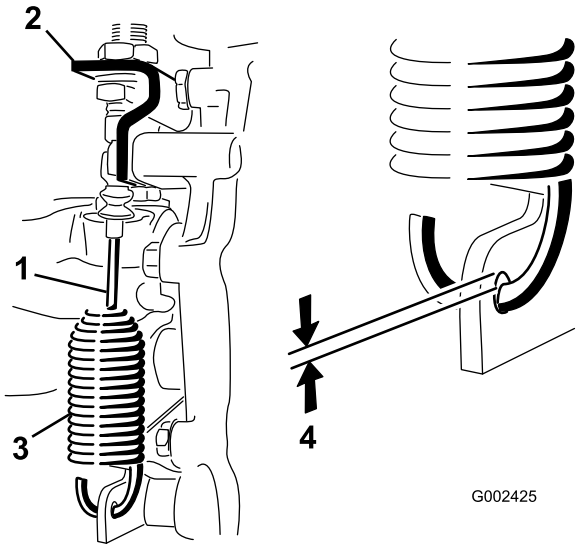

**Figur 52**
2. Løsn de kontramøtrikker, der fastgør differentialelåsens kabel til beslaget på gearkassen (Figur 52).